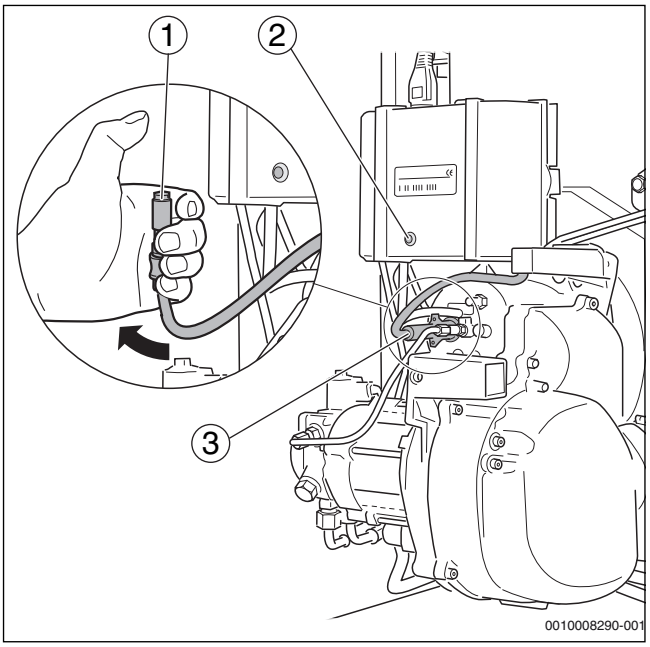

Fig. 41 Vérifier le fonctionnement du détecteur de flamme
- ▶ Retirer la sonde de détection de flamme de son support en la maintenant à la poignée prévue à cet effet, pendant le fonctionnement du brûleur (→fig. 41, [3])
- ▶ Placer la sonde de détection de flamme face à la lumière (→fig. 41, [1]). Après le redémarrage, il doit y avoir une mise en défaut.
- ▶ Après un délai d'attente d'env. 30 secondes, déverrouiller l'automate de combustion en appuyant sur la touche reset (→fig. 41, [2]) ou la touche reset sur le régulateur.